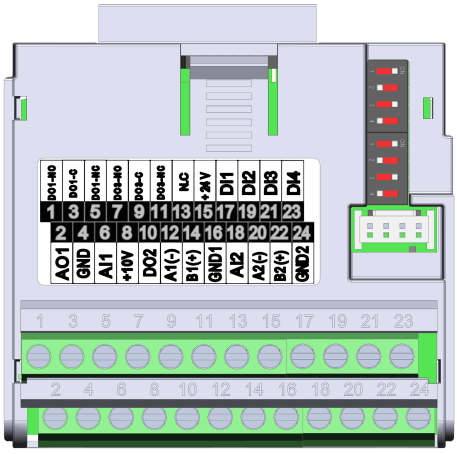

Figure 20.4: Plug-in module CFW500-CRS485
The CFW500-CRS485 plug-in module has Serial (1) interface through RS-485 port at terminals 12 (A-) and 14 (B+), as well as the Serial (2) interface through another RS-485 port at terminals 20 (A2+) and 22 (B2+), see Figure 20.4 on page 20-1. See also, GND1 on terminal 16 and GND2 on terminal 24 are isolated each other and from GND on terminal 4.